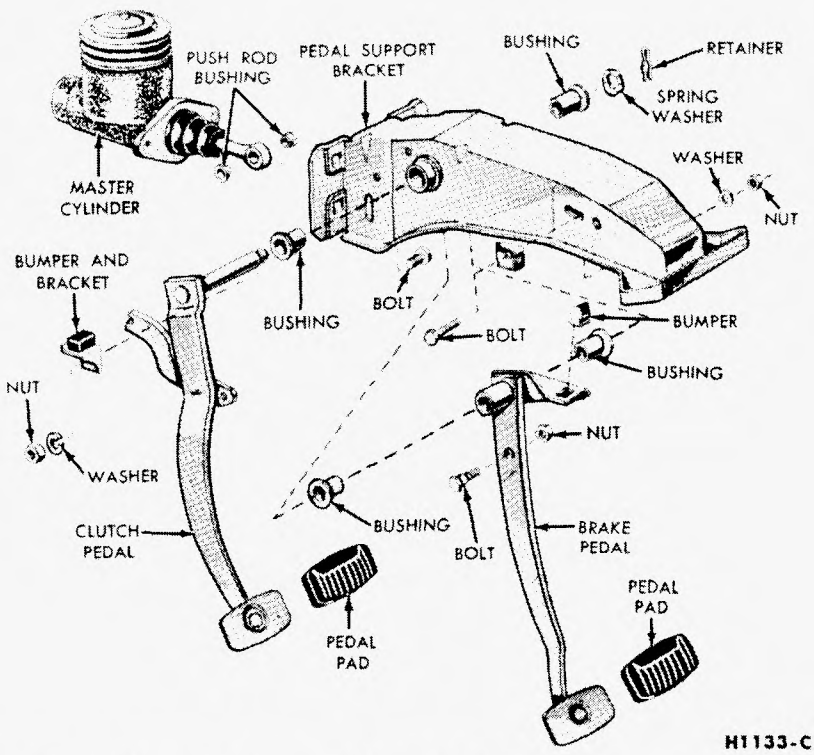

FIG. 16—Falcon Brake Pedal and Related Parts
2. Remove the retainer (Fig. 16) from the clutch and brake pedal shaft and remove the clutch pedal, brake pedal, and bushings.
2. Insert the clutch pedal shaft through the brake pedal support bracket and brake pedal, then install the spring washer and the retainer (Fig. 16).
1. Remove the master cylinder push rod to brake pedal arm retaining nut, eccentric bolt, and two nylon washers (Fig. 16).
taining clip (Fig. 16) on the pedal shaft. Install the push rod eccentric bolt, washers, and retaining nut.